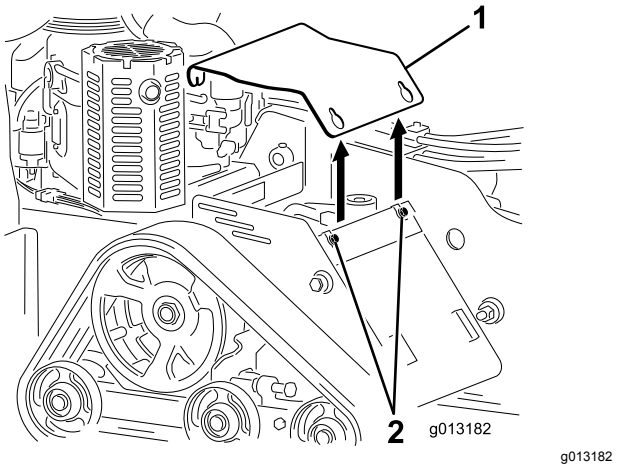

Figuur 22
4. Draai de 3 bouten waarmee de afdekplaat aan het frame bevestigd is één voor één los tot de plaat los is (Figuur 22).
6. Om de afdekplaat te monteren voordat u de machine in gebruik neemt, schuift u de plaat op haar plaats en bevestigt u deze met de 3 bouten die u eerder losgedraaid hebt (Figuur 22).